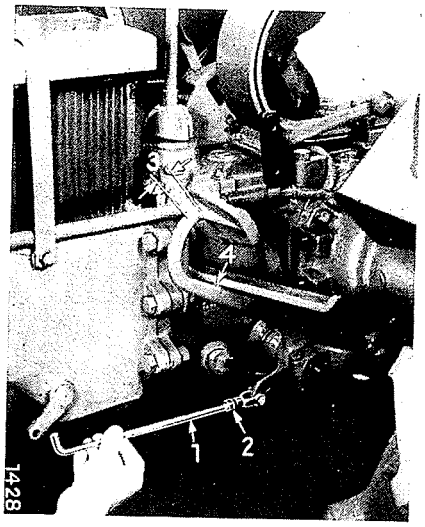

Bild 254
Zum Nachstellen der Ausrückteile die Kupplungspedalstange entsplinten, die Kontermutter (2), Bild 254, lösen und die Kupplungsstange durch Linksdrehen soweit verstellen, bis der vorgeschriebene Freigang von etwa 25 mm wieder hergestellt ist. Die Gegenmutter wieder anziehen.